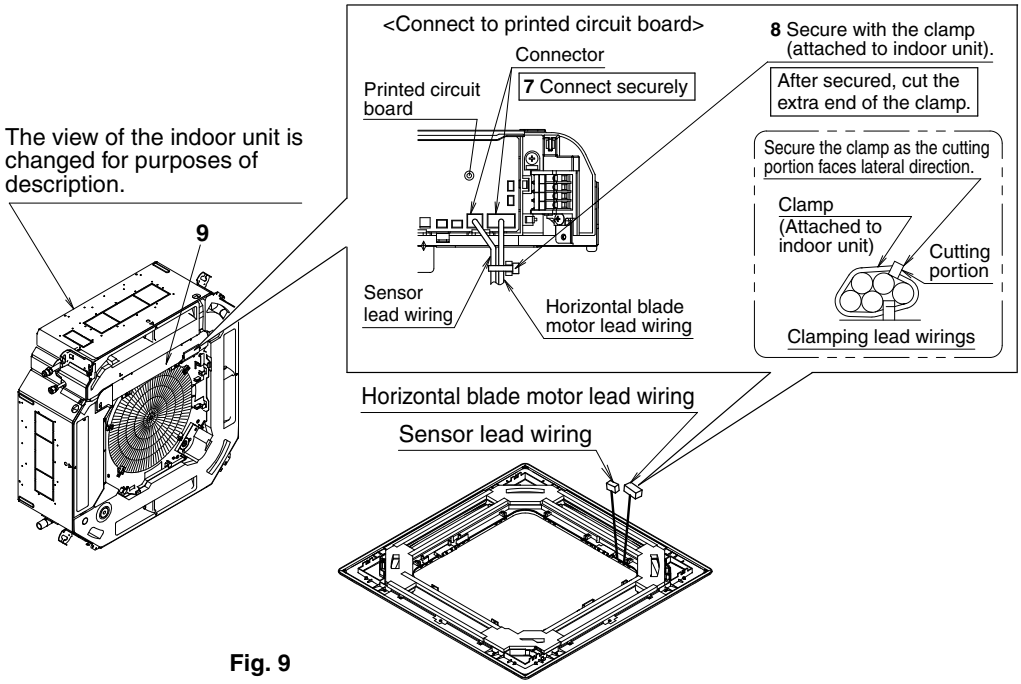

Fig. 9
(3) Wiring of the decoration panel **(Refer to Fig. 9)**